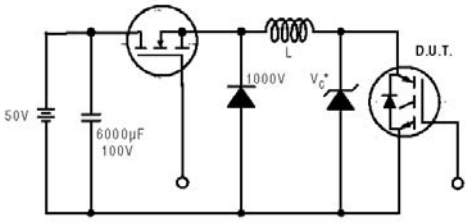

Figure 19. Clamped Inductive Load Test Circuit
② V_{CC}=80%(V_{CES}), V_{GE}=20V, L=10µH, R_G=23Ω (figure 19)
③ Pulse width ≤ 80µs; duty factor ≤ 0.1%.
④ Pulse width 5.0µs, single shot.